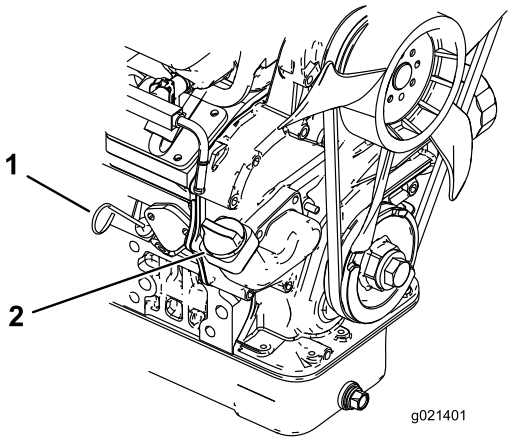

Figur 20
2. Fjern målepinden (Figur 20), og aftør den med en ren klud. Sæt målepinden ned i røret, og sørg for, at den sidder helt i bund. Fjern målepinden, og kontroller oliestanden.
3. Hvis oliestanden er lav, skal påfyldningsdækslet tages af (Figur 20) og tilstrækkeligt olie hældes på til at hæve niveauet til full-mærket på målepinden.